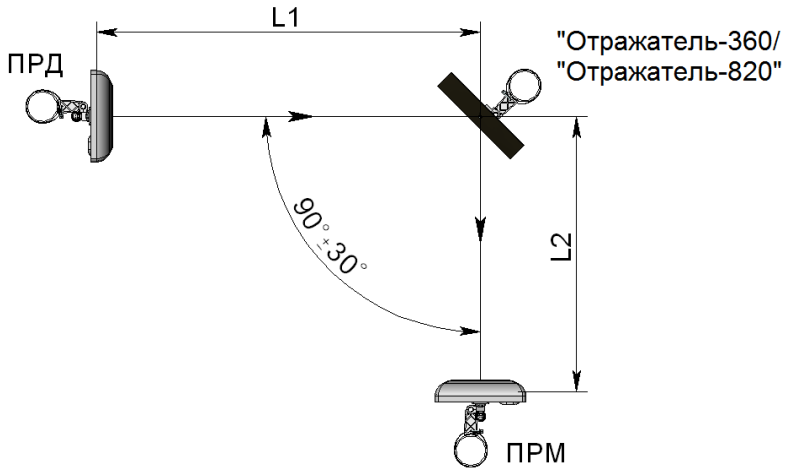

Рисунок 2.14 – Установка извещателей с применением отражателя «Отражатель-360» («Отражатель-820»)
2.3.9.2 При работе извещателей «ФОРТЕЗА-50А», «ФОРТЕЗА-100А», «ФОРТЕЗА-200А» с «Отражателем-360» (см. рисунок 2.14) суммарная длина зоны обнаружения L1+L2 (где L1 – расстояние между блоком ПРД и отражателем, L2 – расстояние между отражателем и блоком ПРМ) не должна превышать: